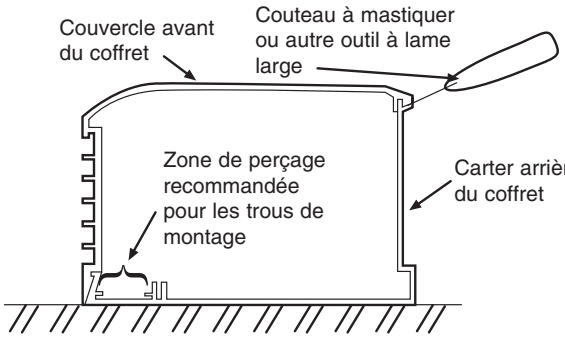

Fig. 1
16. Pour éviter d'endommager le radiateur, n'utilisez pas de tournevis pour séparer le couvercle avant du carter arrière. N'utilisez qu'un couteau à mastiquer comme montré sur la Figure 1.
2. Enlevez le couvercle frontal en couchant le radiateur sur le dos et en insérant un couteau à mastiquer (ou un autre outil à lame large, d'au moins 1"ou 25 mm, à environ 6" ou 152 mm de l'extrémité du radiateur, et en écartant vers le haut comme montré en Figure 1. Cela va déclencher l'ouverture du verrouillage. Recommencez si nécessaire en vous déplaçant le long du radiateur, jusqu'au désengagement complet du couvercle hors du carter arrière du radiateur.
4. Percez les trous de montage de la taille voulue dans le carter du radiateur (Voyez la Figure 1 pour l'emplacement recommandé des trous de montage).
5. Percez les trous de montage de la dimension requise dans tous les carters de radiateurs (Voyez la Figure 1 pour l'emplacement recommandé des trous de montage).